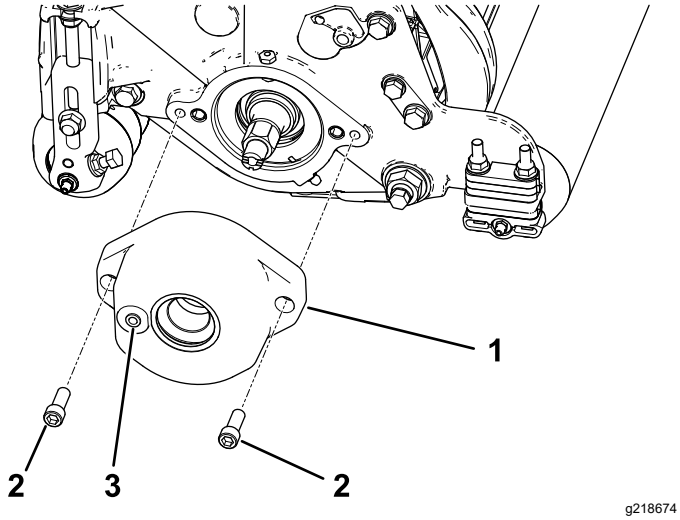

Figure 5
3. Montez le carter de brosse sur le logement de roulement de cylindre avec 2 boulons à tête creuse hexagonale ; voir Figure 5.